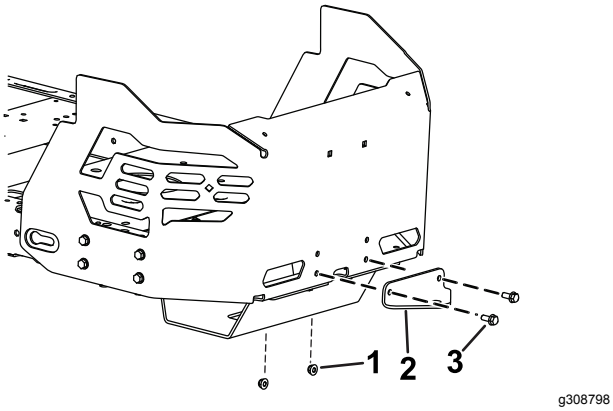

Figuur 13
1. Verwijder de 2 bouten, de 2 moeren en de trekhaakbeugel die reeds aanwezig zijn van de onderkant van het motorscherm (Figuur 13).